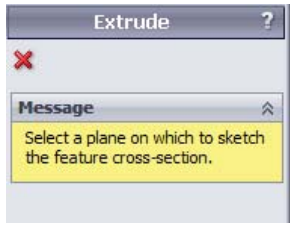

Figure 2-6 *The* ***Extrude PropertyManager***
2. Choose the **Extruded Boss/Base** tool from the **Features CommandManager**; the **Extrude PropertyManager** is displayed on the left in the drawing area, see Figure 2-6. Also, three default planes are displayed at the center of the drawing area and you are prompted to select the sketching plane.